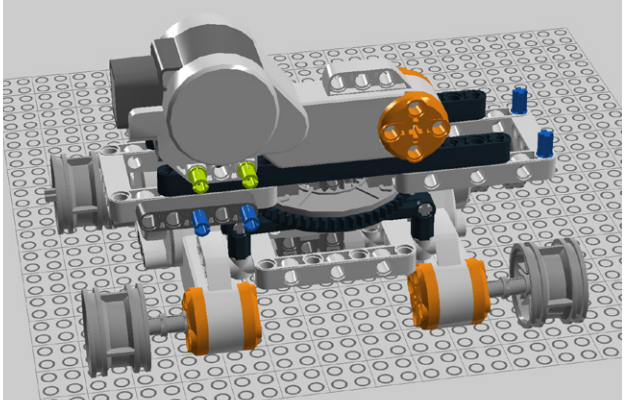

Figure 7-58. *Step 51: Adding the connector pegs*
51. Add two connector pegs (Figure 7-58).